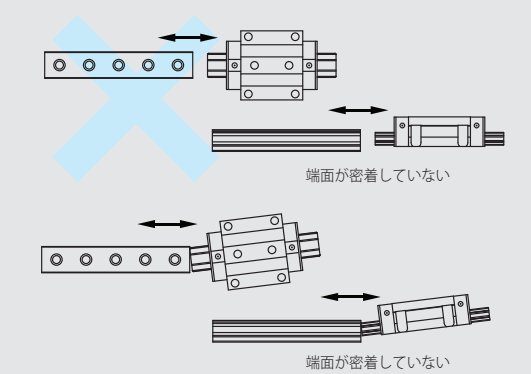

図5
5. レールを取付ける時に、必要がなければ、ブロックを外さない様にしてください。もしレールからブロックを外したり、組付けしたりする必要があれば、必ずダミーレール(仮軸)をご使用ください(使い方は図5参照)。